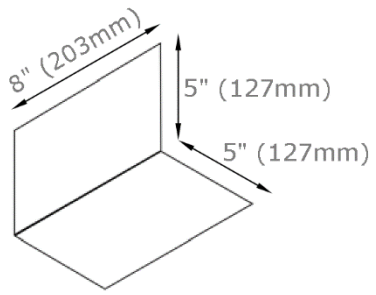

FIGURE 16 - Step Flashing
- FWAVE recommends using ***10″ x 8″ (254mm x 203mm) step flashing*** metal. See **Figure 16**. Step flashing must extend at least ***4″ (102mm)*** up the sidewall and at least ***4″ (102mm)*** over underlapping shingles.